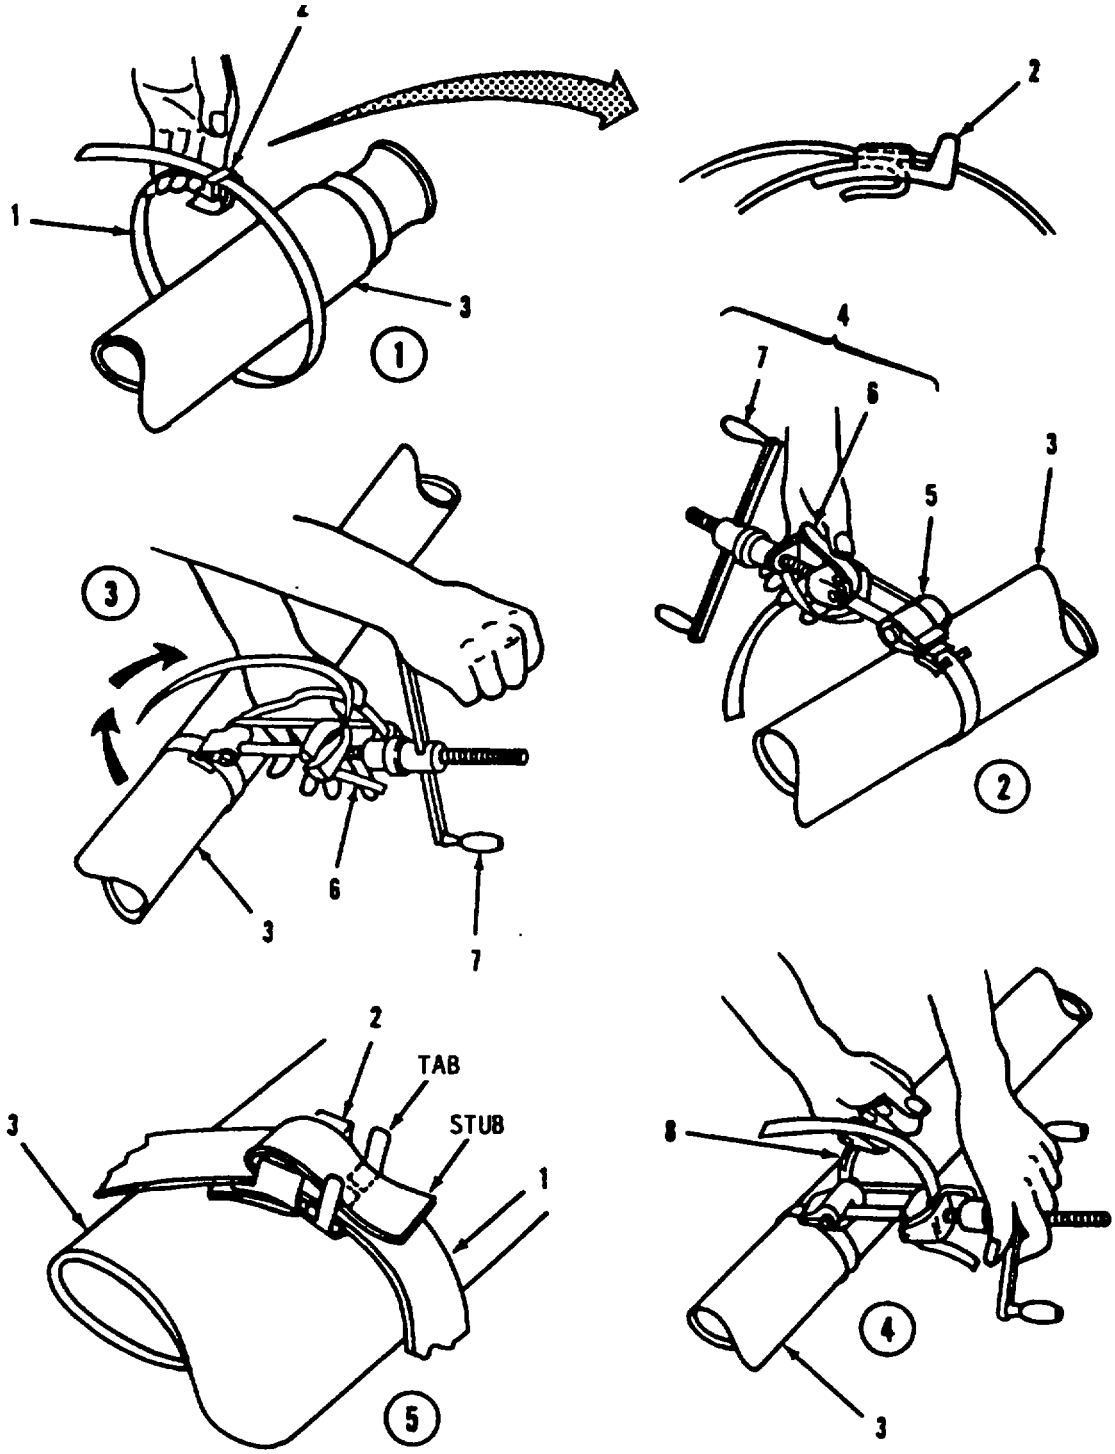

Figure 4-5. Strapping and Seal Installation
(2) Cut a piece of strapping (1, Figure 4-5) 36 inches long.
(3) Slide seal (2) onto strapping (1) as shown. Bend end of strapping under seal.
(4) Wrap other end of strapping (1) around hose (3) and through seal (2). Position strapping on hose about 1 inch from end of hose.
(5) Wrap another loop of strapping (1) around hose (3) and through seal (2).
(6) Position strapping (1) in slots of clamping tool (4). Tool nose (5) should fit snug against seal (2).
(7) Apply pressure to gripper lever (6) and turn handle (7) until strapping (1) is snug. Tool will lock in place when correct tension is applied. Reposition tool as required.